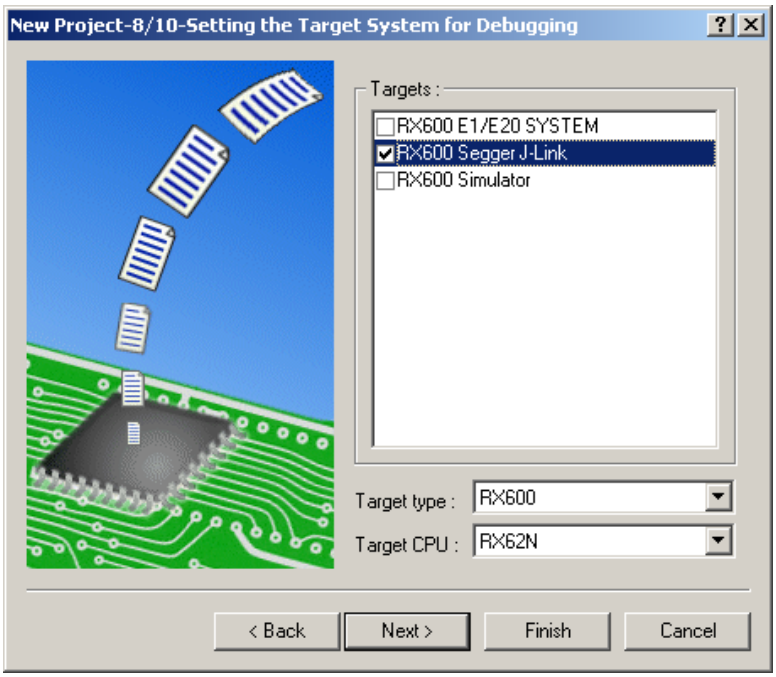

Figure 2-3 : Select Debugger
Step 2.10 Continue to hit “Next” until you get to a window that says “New Project-8/10…” in the title bar and looks like Figure 2-3. Check the box next to “RX600 Segger J-Link” and click “Finish”.